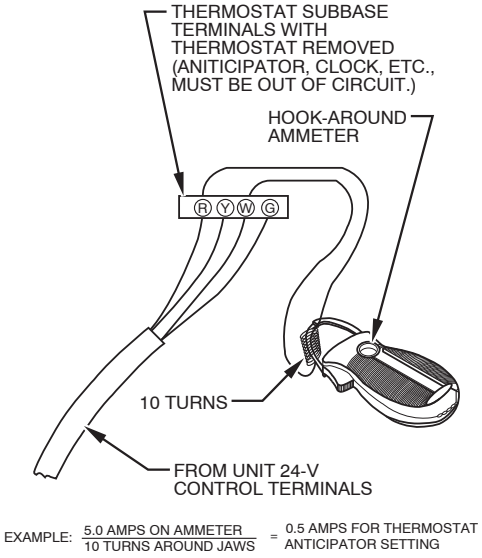

Fig. 62 - Amp. Draw Check with Ammeter
c. Connect an amp. meter as shown in Fig. 62 across the R and W subbase terminals or R and W wires at wall.